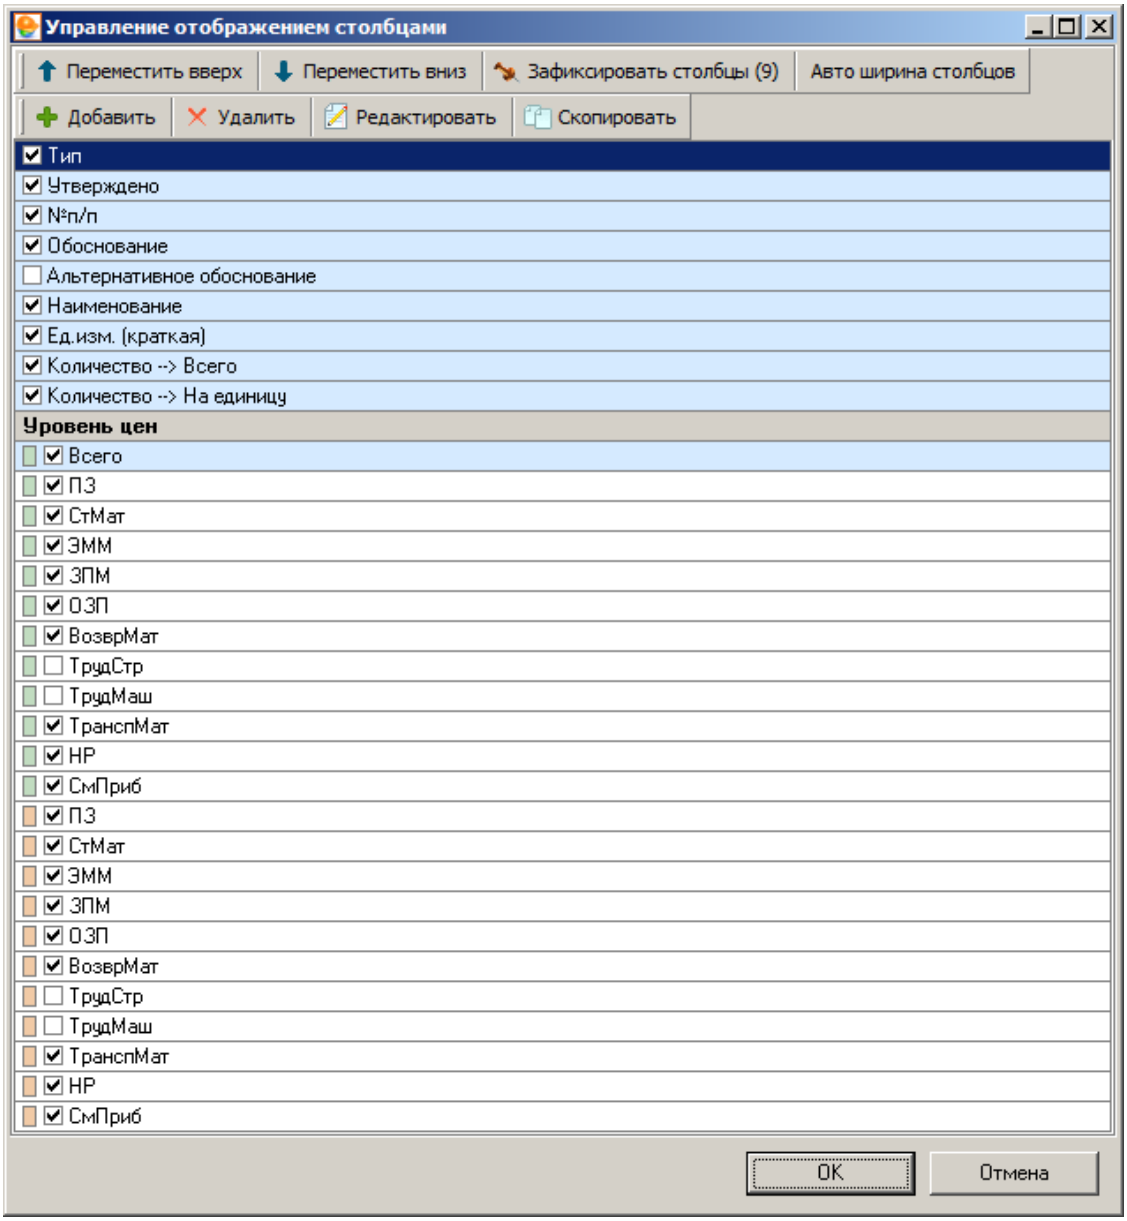

Рис. 5. Настройка вида таблицы
- корректировать отображение столбцов – в Комплексе существует возможность управлять содержимым сметной таблицы: скрыть неиспользуемые столбцы, добавить новые или расположить их в другом порядке. Для управления видом таблицы в контекстном меню режима **Проектная смета** выберите пункт **Вид – Настройка вида таблицы**. В появившемся окне (см. рис. 5) флажками отмечены названия столбцов, которые отображаются в сметной таблице. Для добавления столбца в сметную таблицу установите флажок на соответствующем пункте; для скрытия – снимите. Пункты, выделенные голубым цветом, недоступны для редактирования.